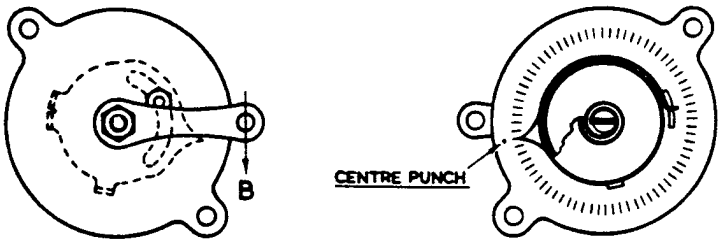

FIG.9. BI-METAL COIL ADJUSTMENT.
2. With the lever as shown in Fig. 9, the coils are to be pre-set so that a total weight of 178 - 181 grammes acting at "B" just moves the lever clear of the stop.